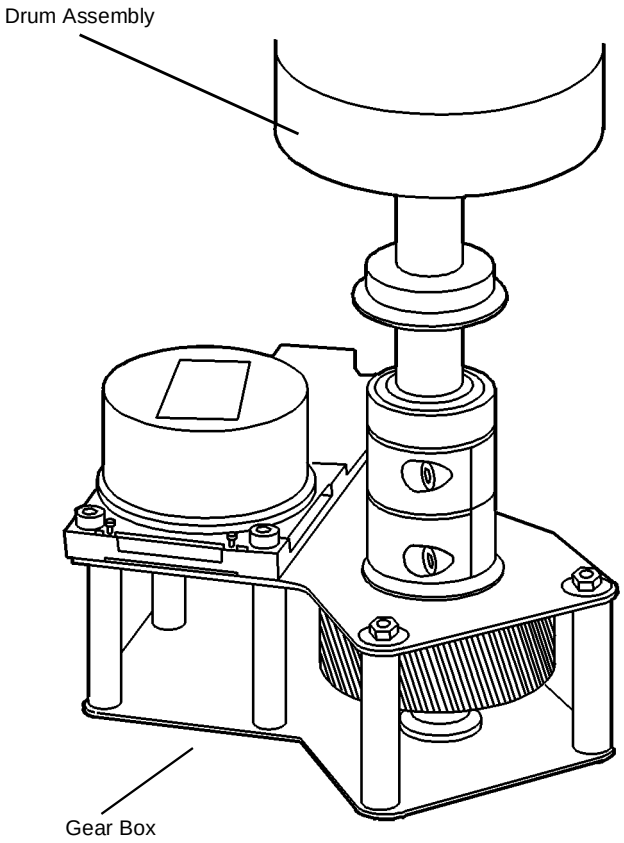

**Figure 5 Removing the Drum Assembly**
9. (Figure 5): Carefully remove the Drum Assembly from the Printer and place it, Gear Box down, in a safe place on the floor.